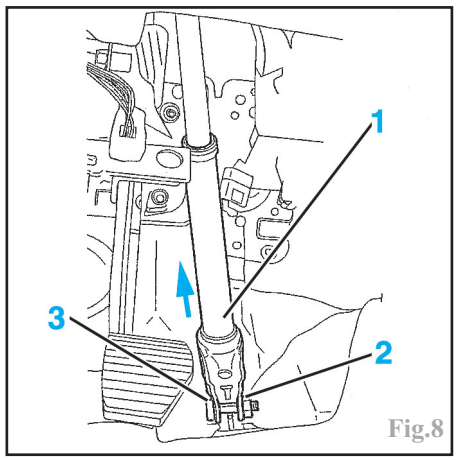

Fig.8
-l'écrou (2) (Fig.8).
-l'axe de fixation (3) du cardan de direction.